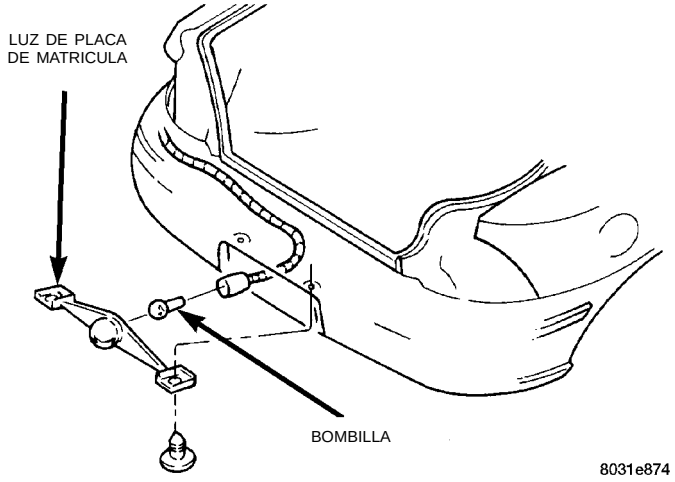

Fig. 7 Luz de placa de matrícula
(1) Retire los tornillos que sostienen la luz de placa de matrícula en el parachoques trasero (Fig. 7).
(2) Separe la luz del parachoques.
(3) Retire el portalámparas de la luz.
(4) Extraiga la bombilla del portalámparas.